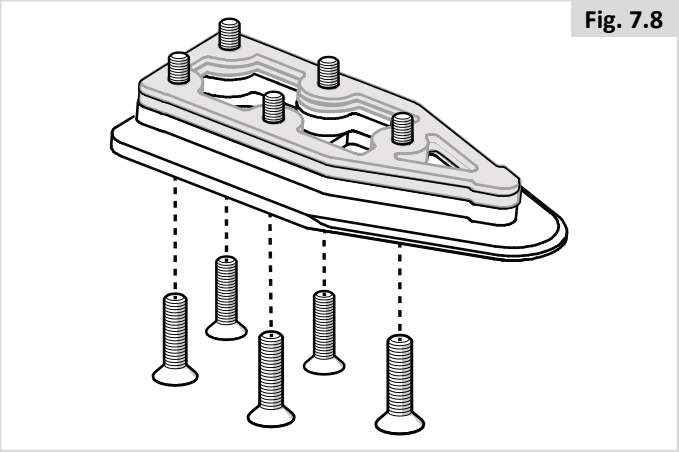

Fig. 7.8
3. Insérez les cinq vis à travers la plaque de verrouillage, l'entretoise obligatoire de 8 mm et les entretoises facultatives nécessaires (en gris sur le dessin) (Fig. 7.8).